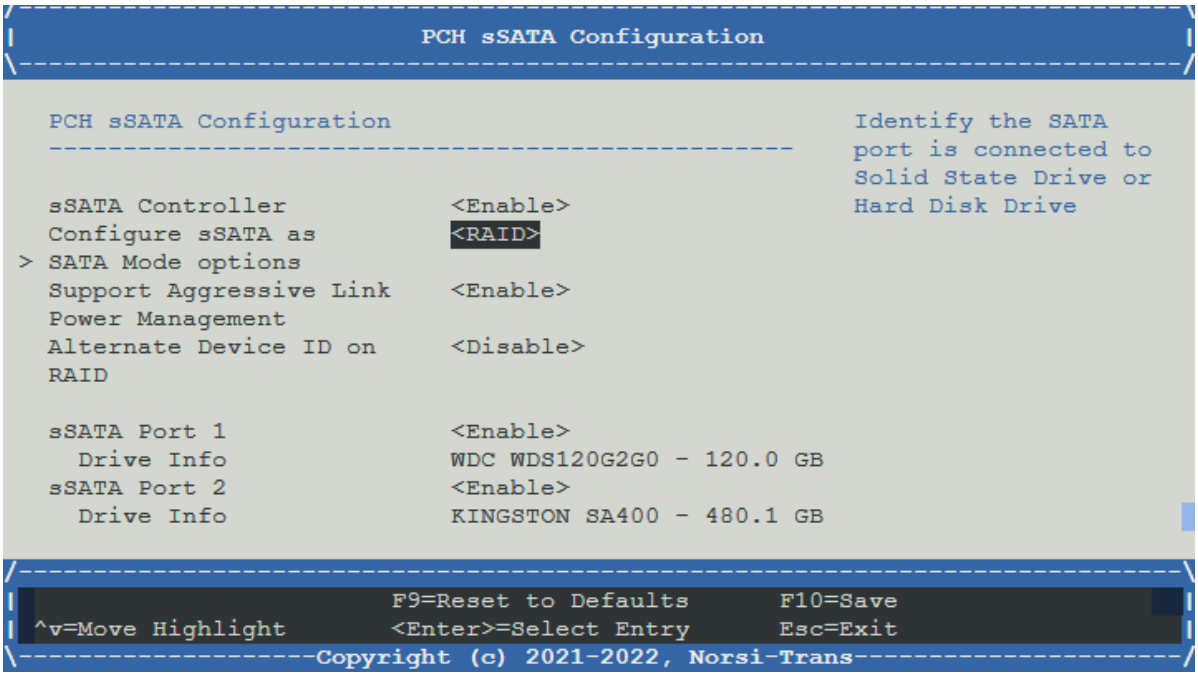

Рис. 67. Меню PCH sSATA Configuration
2) Перейдите во вкладку «PCH sSATA Configuration» и установите «sSATA Controller» в состояние <Enable>. Окно показано на рис. 67 Меню PCH sSATA Configuration.